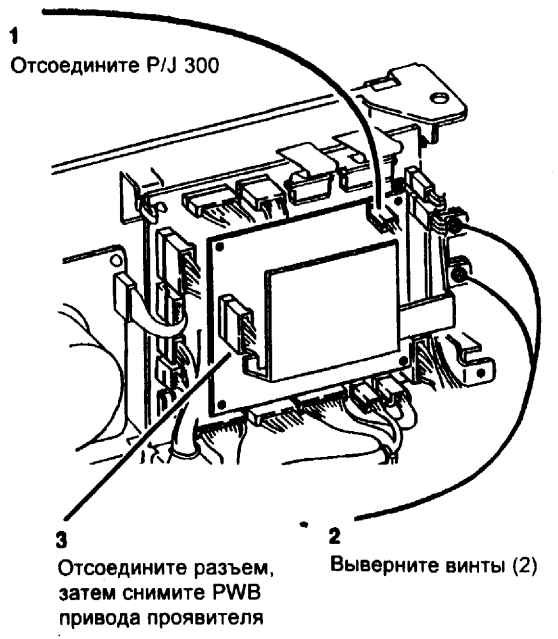

Рис. 1 Снятие PWB привода проявителя
4. Снимите PWB привода проявителя (Рис. 1).